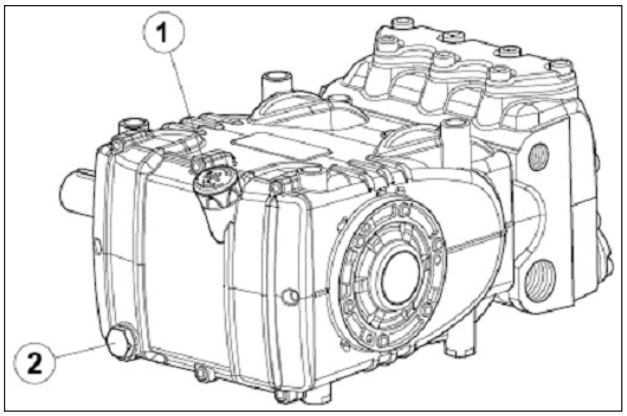

Fig. 3
A partir da haste do nível de óleo pos. ①, Fig. 3.
O controle correto do nível do óleo é realizado com a bomba em temperatura ambiente, a troca do óleo é executada com bomba em temperatura de trabalho, removendo: a haste do nível do óleo pos. ① e, em seguida, o tampão pos. ②, Fig. 3.
Use uma sonda de temperatura para introduzir no interior do dreno do óleo, pos. ② Fig. 3.